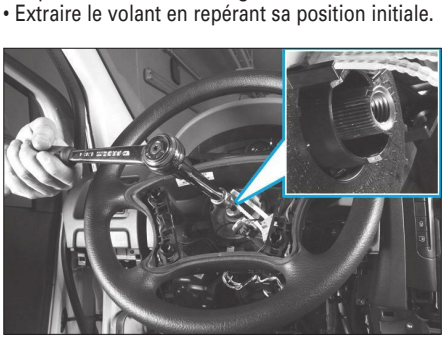

**Fig. 21**
• Déposer la vis centrale **(Fig.21)**,